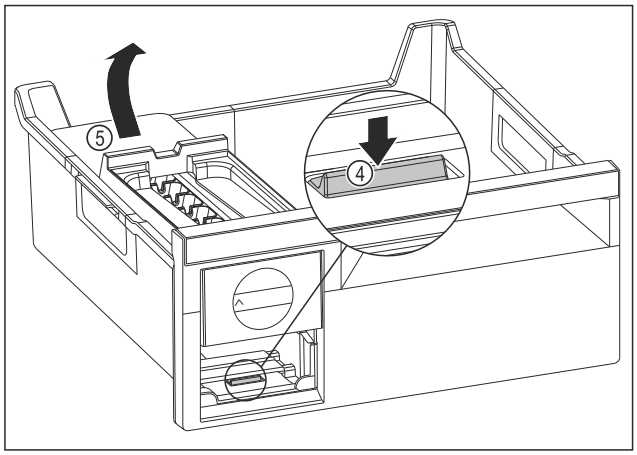

Fig. 145
▶ EasyTwist-Ice-corpus wegnemen: Strip *Fig. 145 (4)* met uw vinger omlaag drukken en gelijktijdig met de andere hand de EasyTwist-Ice-corpus *Fig. 145 (5)* van achteren optillen.